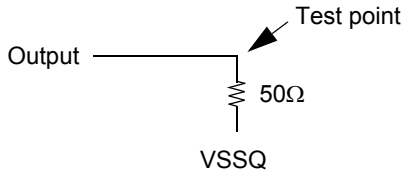

Figure 2 : Pullup slew rate test load
a. Pullup slew rate is characteristized under the test conditions as shown in Figure 2.